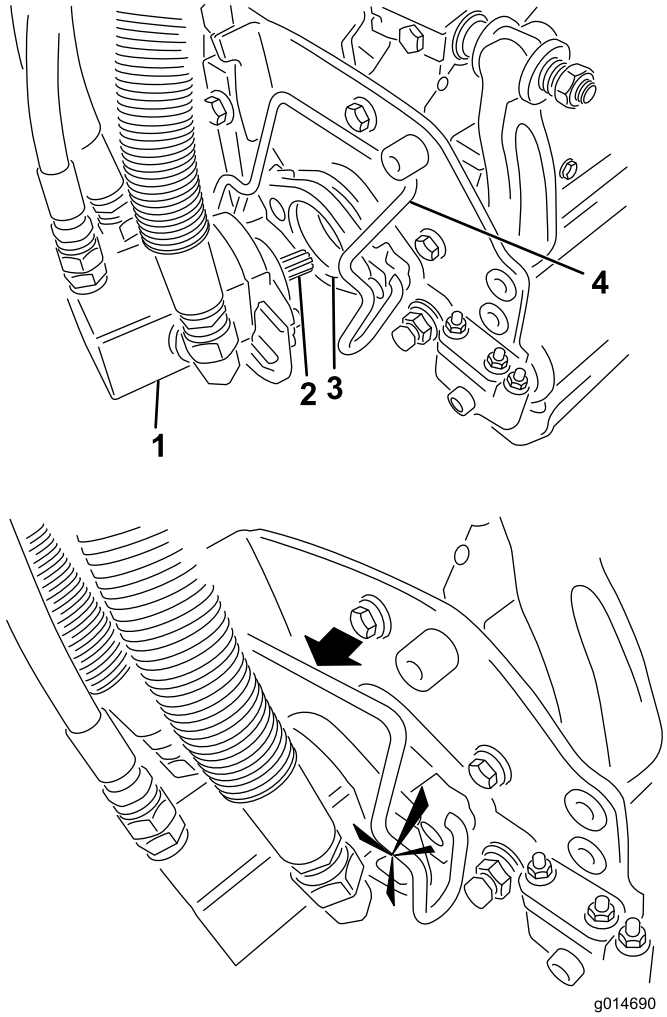

Figur 34
5. Kom rent smørefedt på notakslen på klippeenhedens motor (Figur 34).
6. Sæt motoren ind i klippeenhedens venstre side (set fra førersædet) og træk motorens holdestang på klippeenheden i motorens retning, indtil du hører et "klik" fra begge sider af motoren (Figur 34).